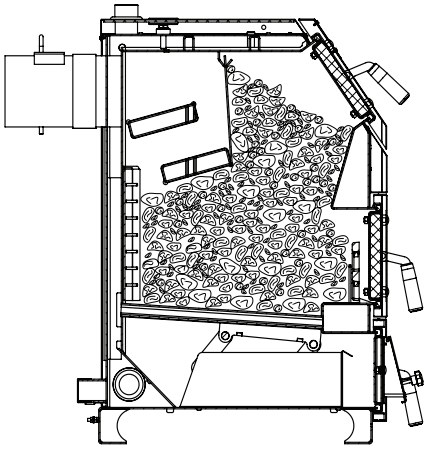

Рис.8 Заполнение котла топливом для режима длительного горения
8.4.9. После достижения желаемой температуры теплоносителя в котле уменьшите количество подводимого воздуха закрытием заслонки на дверце (поз.16). Мощность котла в грубых пределах регулируется с помощью изменения тяги поворотом задвижки (поз.18) в дымоходе. Тонкая регулировка производится заслонкой (поз.15). Дополните по необходимости топку топливом в зависимости от потребления тепла и интенсивности горения. Высота слоя должна быть равномерна по всей глубине топки. Для использования котла в режиме длительного горения, вычистите колосниковую решетку. Хорошо разожгите котел (п.8.4.1-8.4.2), после чего заполните топку через загрузочную дверцу (поз.12). В режиме длительного горения (Рис.8) допускается наполнение топки топливом до нижнего края заслонки теплообменника (поз.27). Добавленное топливо хорошо разожгите, а затем снизьте мощность котла, уменьшая тягу путем прикрытия заслонок на дымоходе и дверце котла. Закрывая заслонку дымохода (поз.18) не допускайте выход дымовых газов в помещение котельной.